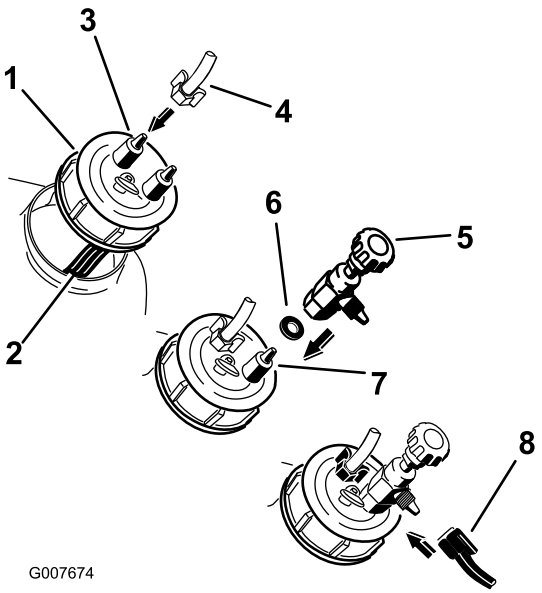

Figur 15
2. Montera den 0,9 m långa slingkopplade slangen och lockdelen av reglerventilen på det svarta locket (Figur 15).